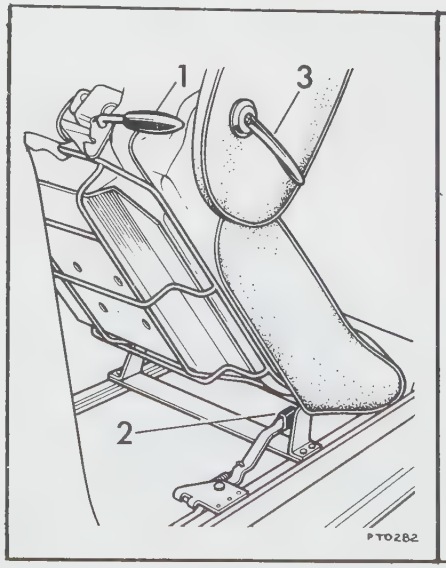

Fig. 1
Access to the area behind the seats may be gained by lifting lever (1) (Fig. 1) to release a self locking catch, thus enabling the seats to be tilted forward.
Seat Adjustment (Fig. 1)